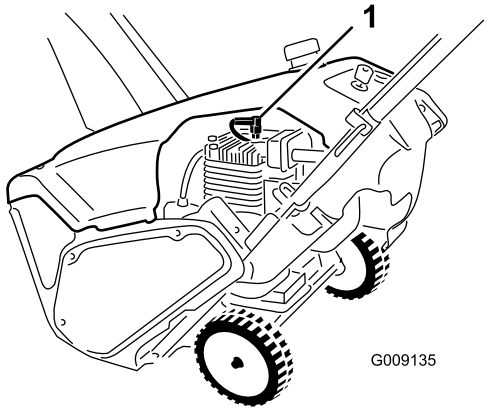

Figur 30
5. Koble ledningen fra tennpluggen (Figur 30).